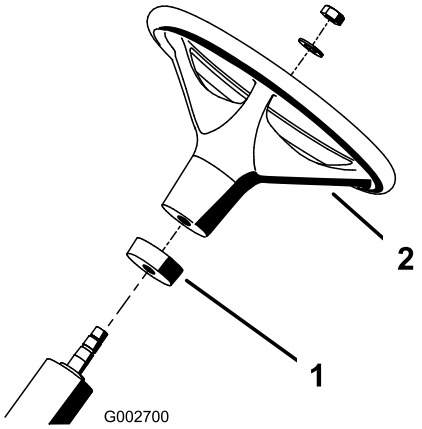

Figur 2
2. Sæt skumkraven (med den smalle ende først) på ratakslen (Figur 2).
3. Sæt rattet på ratstammen (Figur 2).
4. Fastgør rattet til ratstammen med en spændingsskive og låsemøtrik (Figur 2). Stram låsemøtrikken til 27-35 Nm.